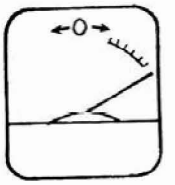

Fig. 26
* If the needle goes beyond the scale (Fig.26), put an ND filter in the filter holder to reduce the volume of light so that the needle returns into the check area.